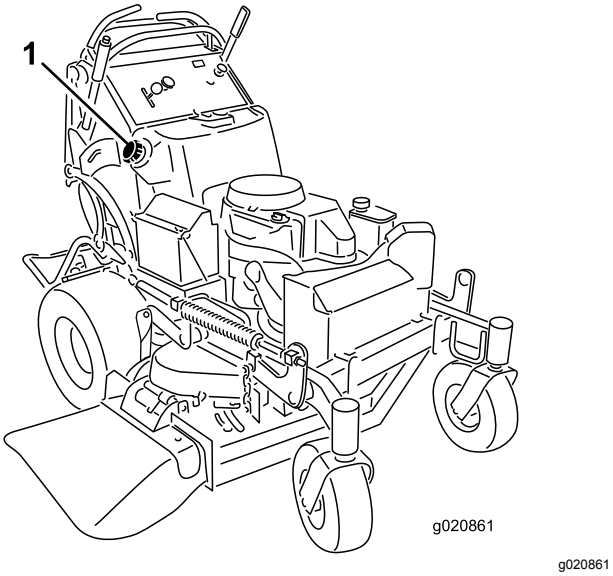

Figur 48
3. Gör rent runt bränslelocket så att det inte kommer in skräp i bränsletanken (Figur 48).
6. Använd sifonen och tappa bränslet i en ren bränsledunk (Figur 48).